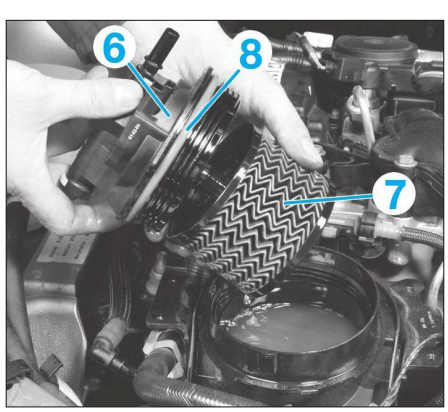

**Fig. 38**
• Déposer le couvercle (6) **(Fig.38)**.
• Retirer le filtre à carburant (7).
• Changer le joint (8) du couvercle.